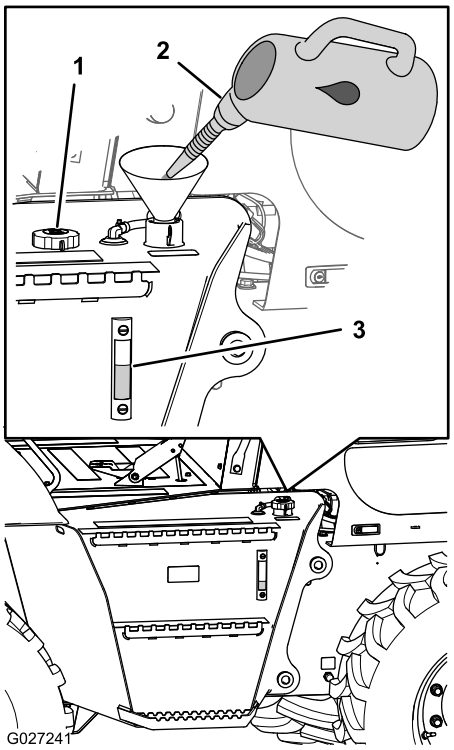

Figure 27
3. Contrôlez le niveau de liquide hydraulique dans le regard de niveau situé sur le côté du réservoir hydraulique (Figure 27).
4. Si le liquide hydraulique n'est pas visible dans le regard, enlevez le bouchon de remplissage (Figure 27), faites l'appoint de liquide hydraulique spécifié jusqu'à ce que le niveau soit à mi-hauteur du regard, puis remettez le bouchon de remplissage en place.